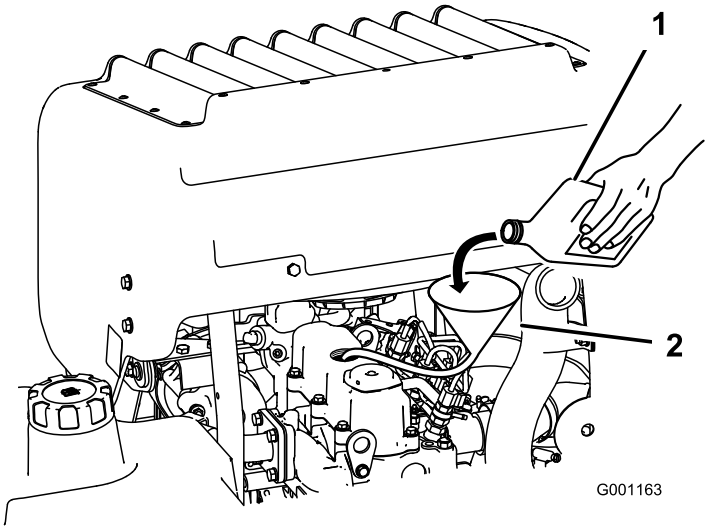

**Figur 50**
3. Använd en slang och en tratt för att fylla på olja i motorn (Figur 50).